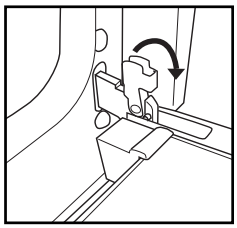

Рис. 1
2. Поднимите фиксаторы и отожмите их вперед до упора (Рис. 1).